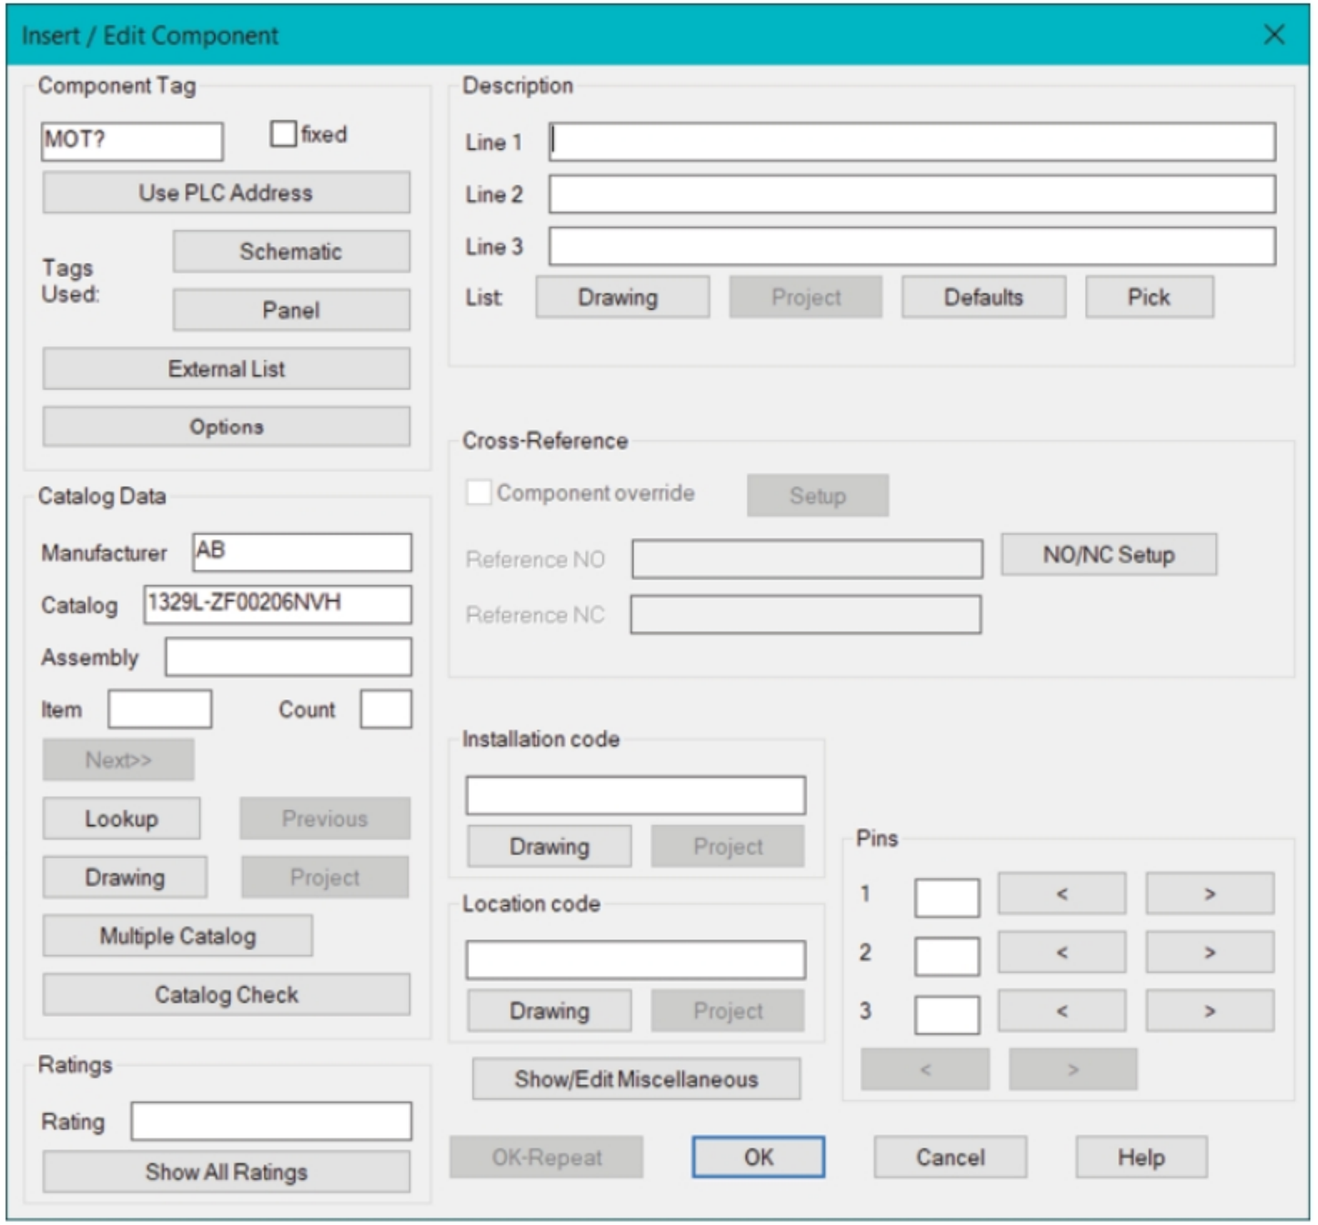

Figure-5. Insert or Edit Component dialog box
- Select the component. The **Insert/Edit Component** dialog box will be displayed; refer to Figure-5. The options in this dialog